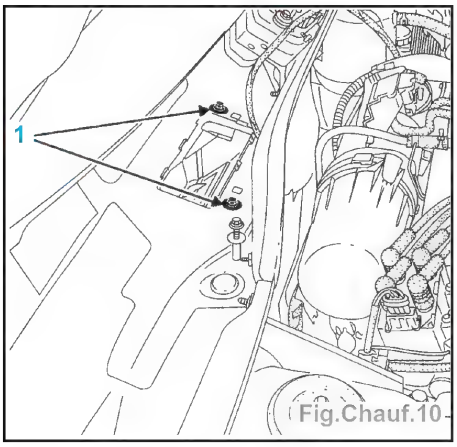

Fig.Chauf.10
- les vis de fixation (1) du boîtier répartiteur (Fig.Chauf.10).